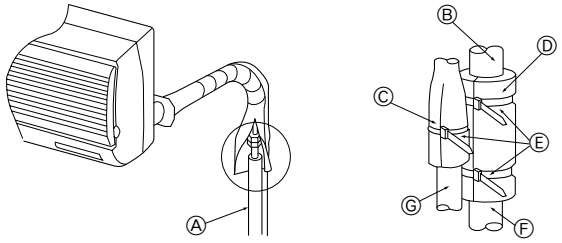

Fig. 4-4
4.3. Трубы хладагента (Fig. 4-4)